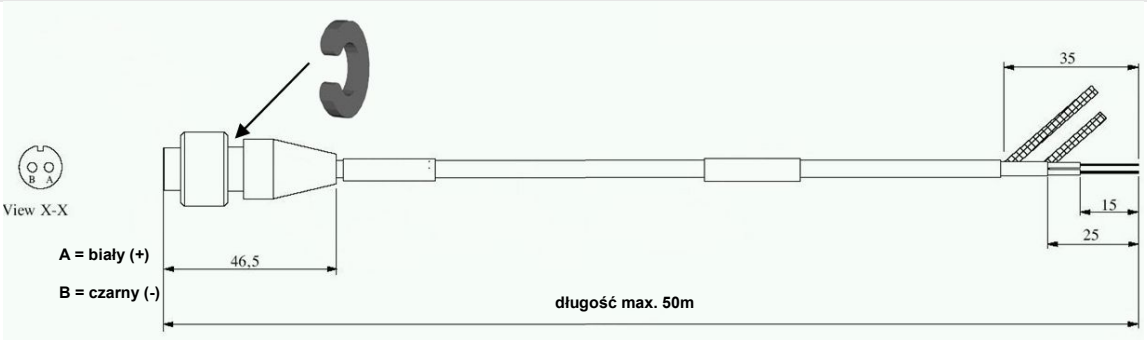

Rys. 03: Kabel przyłączeniowy
- Po podłączeniu kabla do czujnika należy wcisnąć dostarczony pierścień zabezpieczający pomiędzy nakrętkę kołpakową i obudowę wtyku (rys. 03).